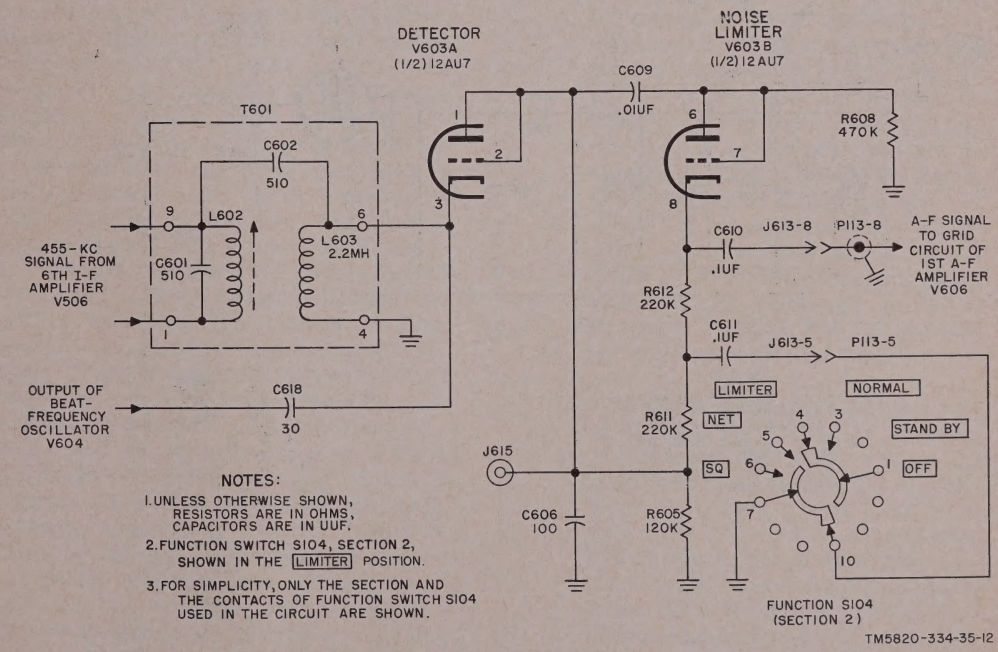
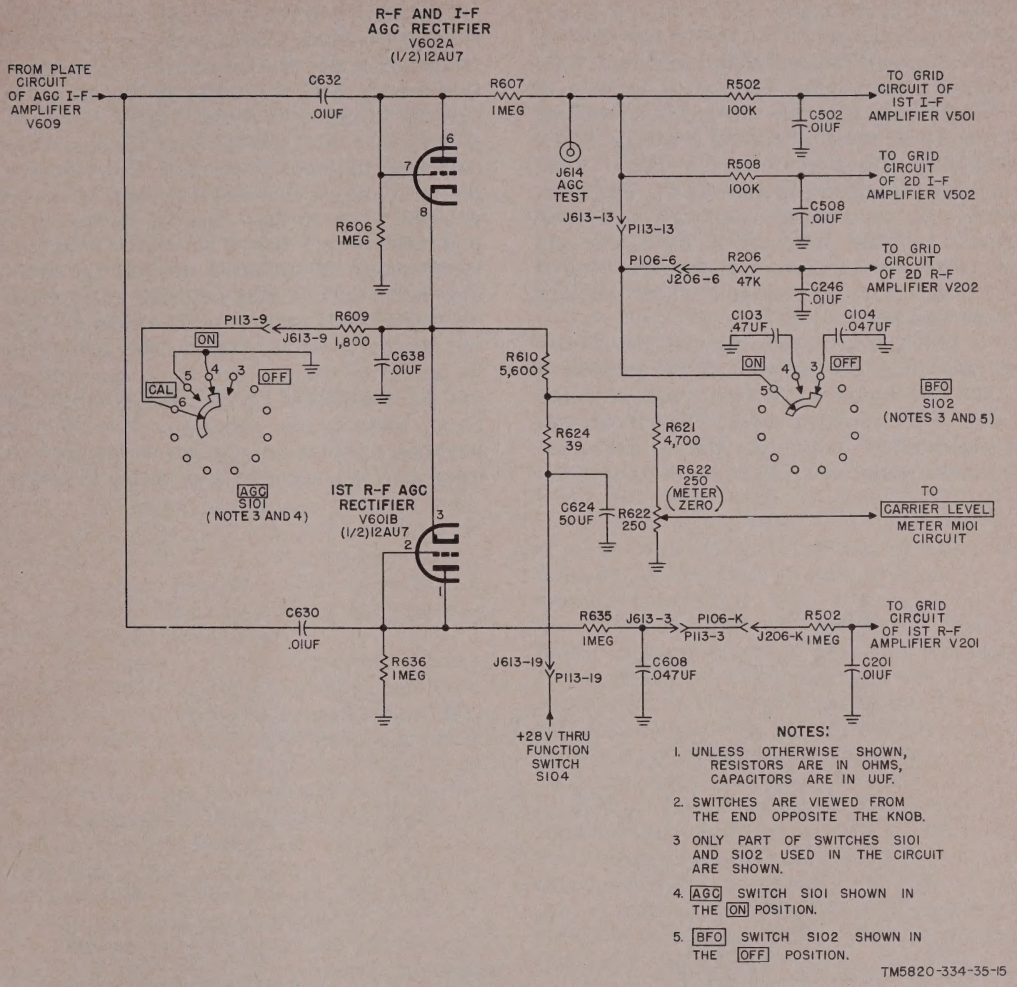

Figure 12. Detector and noise limiter, simplified schematic diagram.
Figure 15. Agc rectifier circuits, simplified schematic diagram.
18. Detector and Noise Limiter (fig. 12)
b. Rf and If. Agc Rectifier V602A (fig. 15). Rf and if. agc rectifier V602A is connected as a diode rectifier. The stage produces a negative dc potential, which is applied to the control grids of the second rf amplifier and the first and second if. amplifiers to control their gain. The receiver output level is held nearly constant, regardless of incoming signal strength variations.
(1) The 455-kc signal from if. amplifier V609 is coupled through capacitor C632 to the anode (plate and grid joined) of V602A. Tube V602A conducts only when the amplitude of the positive half-cycles of the input signal is greater than the positive dc (delay) potential on the cathode. When the input signal amplitude is less than the potential on the cathode, there is no conduction. The amplitude of the signal applied to V602A must exceed a delay voltage of between 5 and 6 volts for V602A to conduct. A large positive potential (with respect to ground) is applied to the cathode when the AGC switch is at OFF and V602A is cut off even for comparatively large signal voltages. The cathode of V602A is bypassed by capacitor C638. Pulsating negative voltage is developed across resistor R606 during reception of signals which exceed the delay voltage at V602A. This pulsating voltage is filtered by resistor R607 and capacitor C103 and C104 (dependent on position of BFO switch S102). The agc voltage is also filtered by resistor R502 and capacitor C502 and applied to the grid circuit of first if. amplifier V501. The agc voltage is also applied to the grid circuit of second if. amplifier V502 through filter network R508 and C508, and to the grid circuit of second rf amplifier V202 through J613-13, P113-13, P106-6, J206-6, and filter network R206 and C245.
(2) Capacitor C103 or C104 is connected into the circuit by a section of BFO switch S102 to control the time constant of the agc circuit. When BFO switch S102 is at OFF, capacitor C104 is connected into the circuit to provide the time constant required for voice reception. When S102 is at ON, C104 is disconnected, and C103 is connected to provide a longer time constant for cw reception. The longer time
(3) An agc voltage is developed when a signal of approximately 3 to 5 microvolts is applied to the antenna and the RF GAIN SQUELCH THRESH control is maximum clockwise. This rf signal level is the minimum signal (rf threshold) required to cause agc action. It develops a voltage of approximately 3.2 volts dc across the detector (V603A) load resistor R605 (fig. 12). When the RF GAIN SQUELCH THRESH control is at a lower gain setting, a larger rf signal is required at the antenna to produce agc action.
(4) Agc delay bias is obtained from +28-volt voltage divider R610 and R609; the voltage across R609 is applied to the cathode of V602A. When the AGC switch is set to OFF, resistor R609 is off ground and the +28 volts at the junction of resistors R624 and R610 appears at the V602A cathode. This high bias voltage maintains V602A at cutoff for all incoming signals and no agc voltage is developed. When the AGC switch is at ON or CAL, a positive potential of between 5 and 6 volts (delay bias) is applied to the cathode of V602A.
c. First Rf Agc Rectifier V601B (fig. 15). First rf agc rectifier V601B operation is similar to that of rf and if. agc rectifier V602A except that the agc voltage from V601B is applied to the grid circuit of first rf amplifier V201 only. An independent agc system is provided for the first rf amplifier to prevent receiver blocking. Large off-tune rf voltages applied to the first rf amplifier might cause grid current flow and affect the biasing of